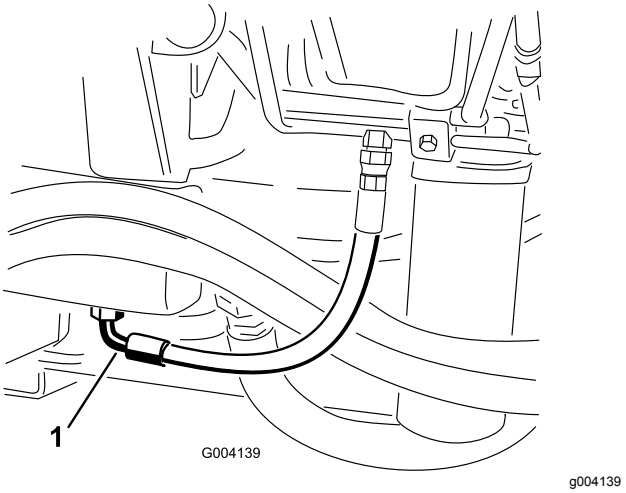

Figuur 88
2. Plaats een grote opvangbak onder de fitting aan de onderzijde van het hydraulische reservoir (Figuur 88).